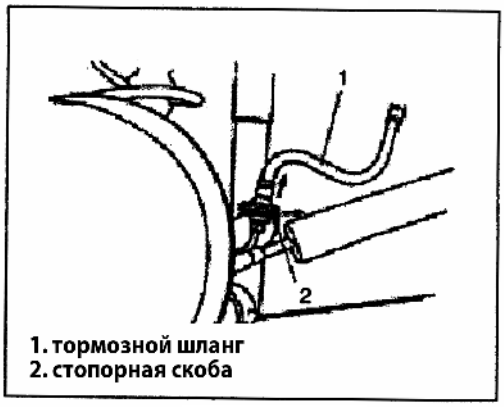

Рис. 572
4) Снимите стопорную скобу тормозного шланга (Рис.572).